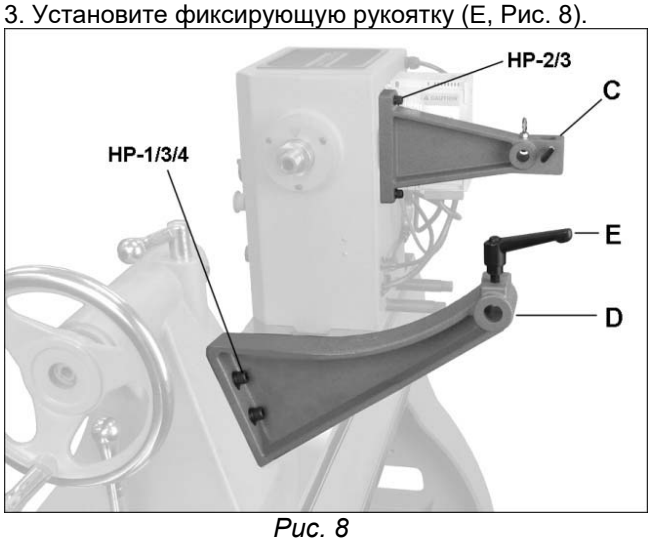

Рис. 8
1. Установите кронштейн защиты (C, Рис. 8) при помощи двух винтов и пружинных шайб (HP-2/3).
2. Установите кронштейн для копирования (D, Рис. 8) на заднюю бабку при помощи крепежа (HP-1/3/4). Отверстие кронштейна расположено на одном уровне с отверстием кронштейна защиты.
3. Установите фиксирующую рукоятку (E, Рис. 8).